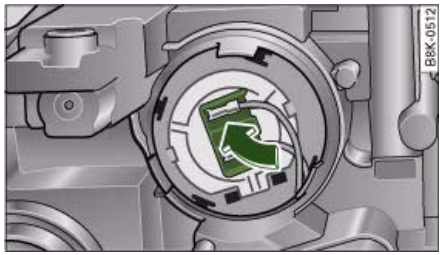

Fig. 297 Inserting bulb for dipped headlights
- Press the connector in the direction of the arrow ⇒ *page 309,* fig. 297 until the bulb engages.